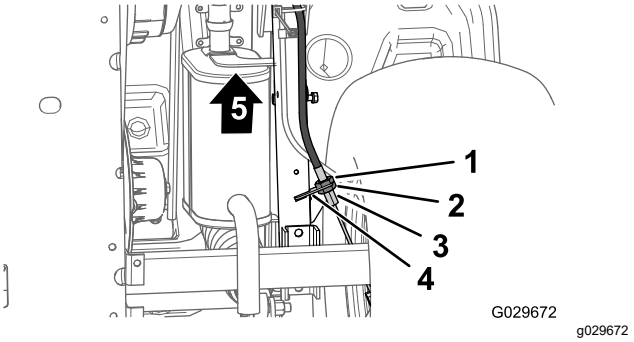

Figur 64
3. I bunden af maskinen løsnes den bageste kontramøtrik til den gevindskårne justeringsskrue på parkeringsbremsens kabel med 4 omgange (Figur 64).
4. Stram den fremadgående kontramøtrik (Figur 64).
A. Løsn den fremadgående kontramøtrik (Figur 64) for den gevindskårne justeringsskrue på parkeringsbremsens kabel med 1 omgang.
B. Stram den bageste kontramøtrik (Figur 64).
A. Løsn den bageste kontramøtrik (Figur 64) for den gevindskårne justeringsskrue på parkeringsbremsens kabel med 1 omgang.
B. Stram den fremadgående kontramøtrik (Figur 64).